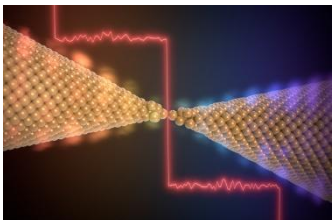

Figuur 1 *Artist impression* van het puntcontact en de gequantiseerde geleiding (rode lijn) bij een atomaire verbinding van goud-tips. © Enrique Sahagun
Een schakelaar (zoals een lichtknop thuis) is een elektrisch component waarmee je een stroomkring kunt onderbreken. Dit gebeurt door het verbinden en verbreken van twee contacten. We kunnen in plaats van een schakelaar ook twee in **goud vergulde** moerdoppen contact laten maken. Goud is zacht en zodra de moerdoppen uit elkaar bewegen, zullen ze op atomair niveau als kauwgom uit elkaar worden getrokken. Dit heeft als gevolg dat er op het laatste moment een verbinding van slechts één goudatoom is (zie figuur 1). Als we het uit elkaar trekken van de goudcontacten langzaam genoeg laten gebeuren en tegelijk snel genoeg meten, kunnen we de te verwachten stapjes van de spanning U_{ijk} (zie formule (3) uit de theorie-handleiding) meten en daaruit de waarde van het geleidingsquantum G_0 bepalen.